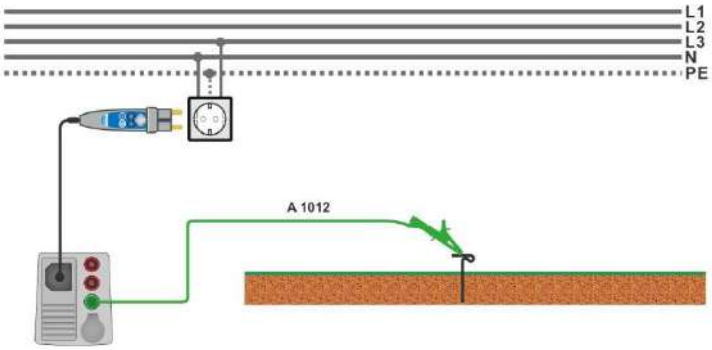

Figure 7.42: Connection for Uc(P) measurement
- Connect test lead P/S to external earthed point (optional), see ***Figure 7.42***.